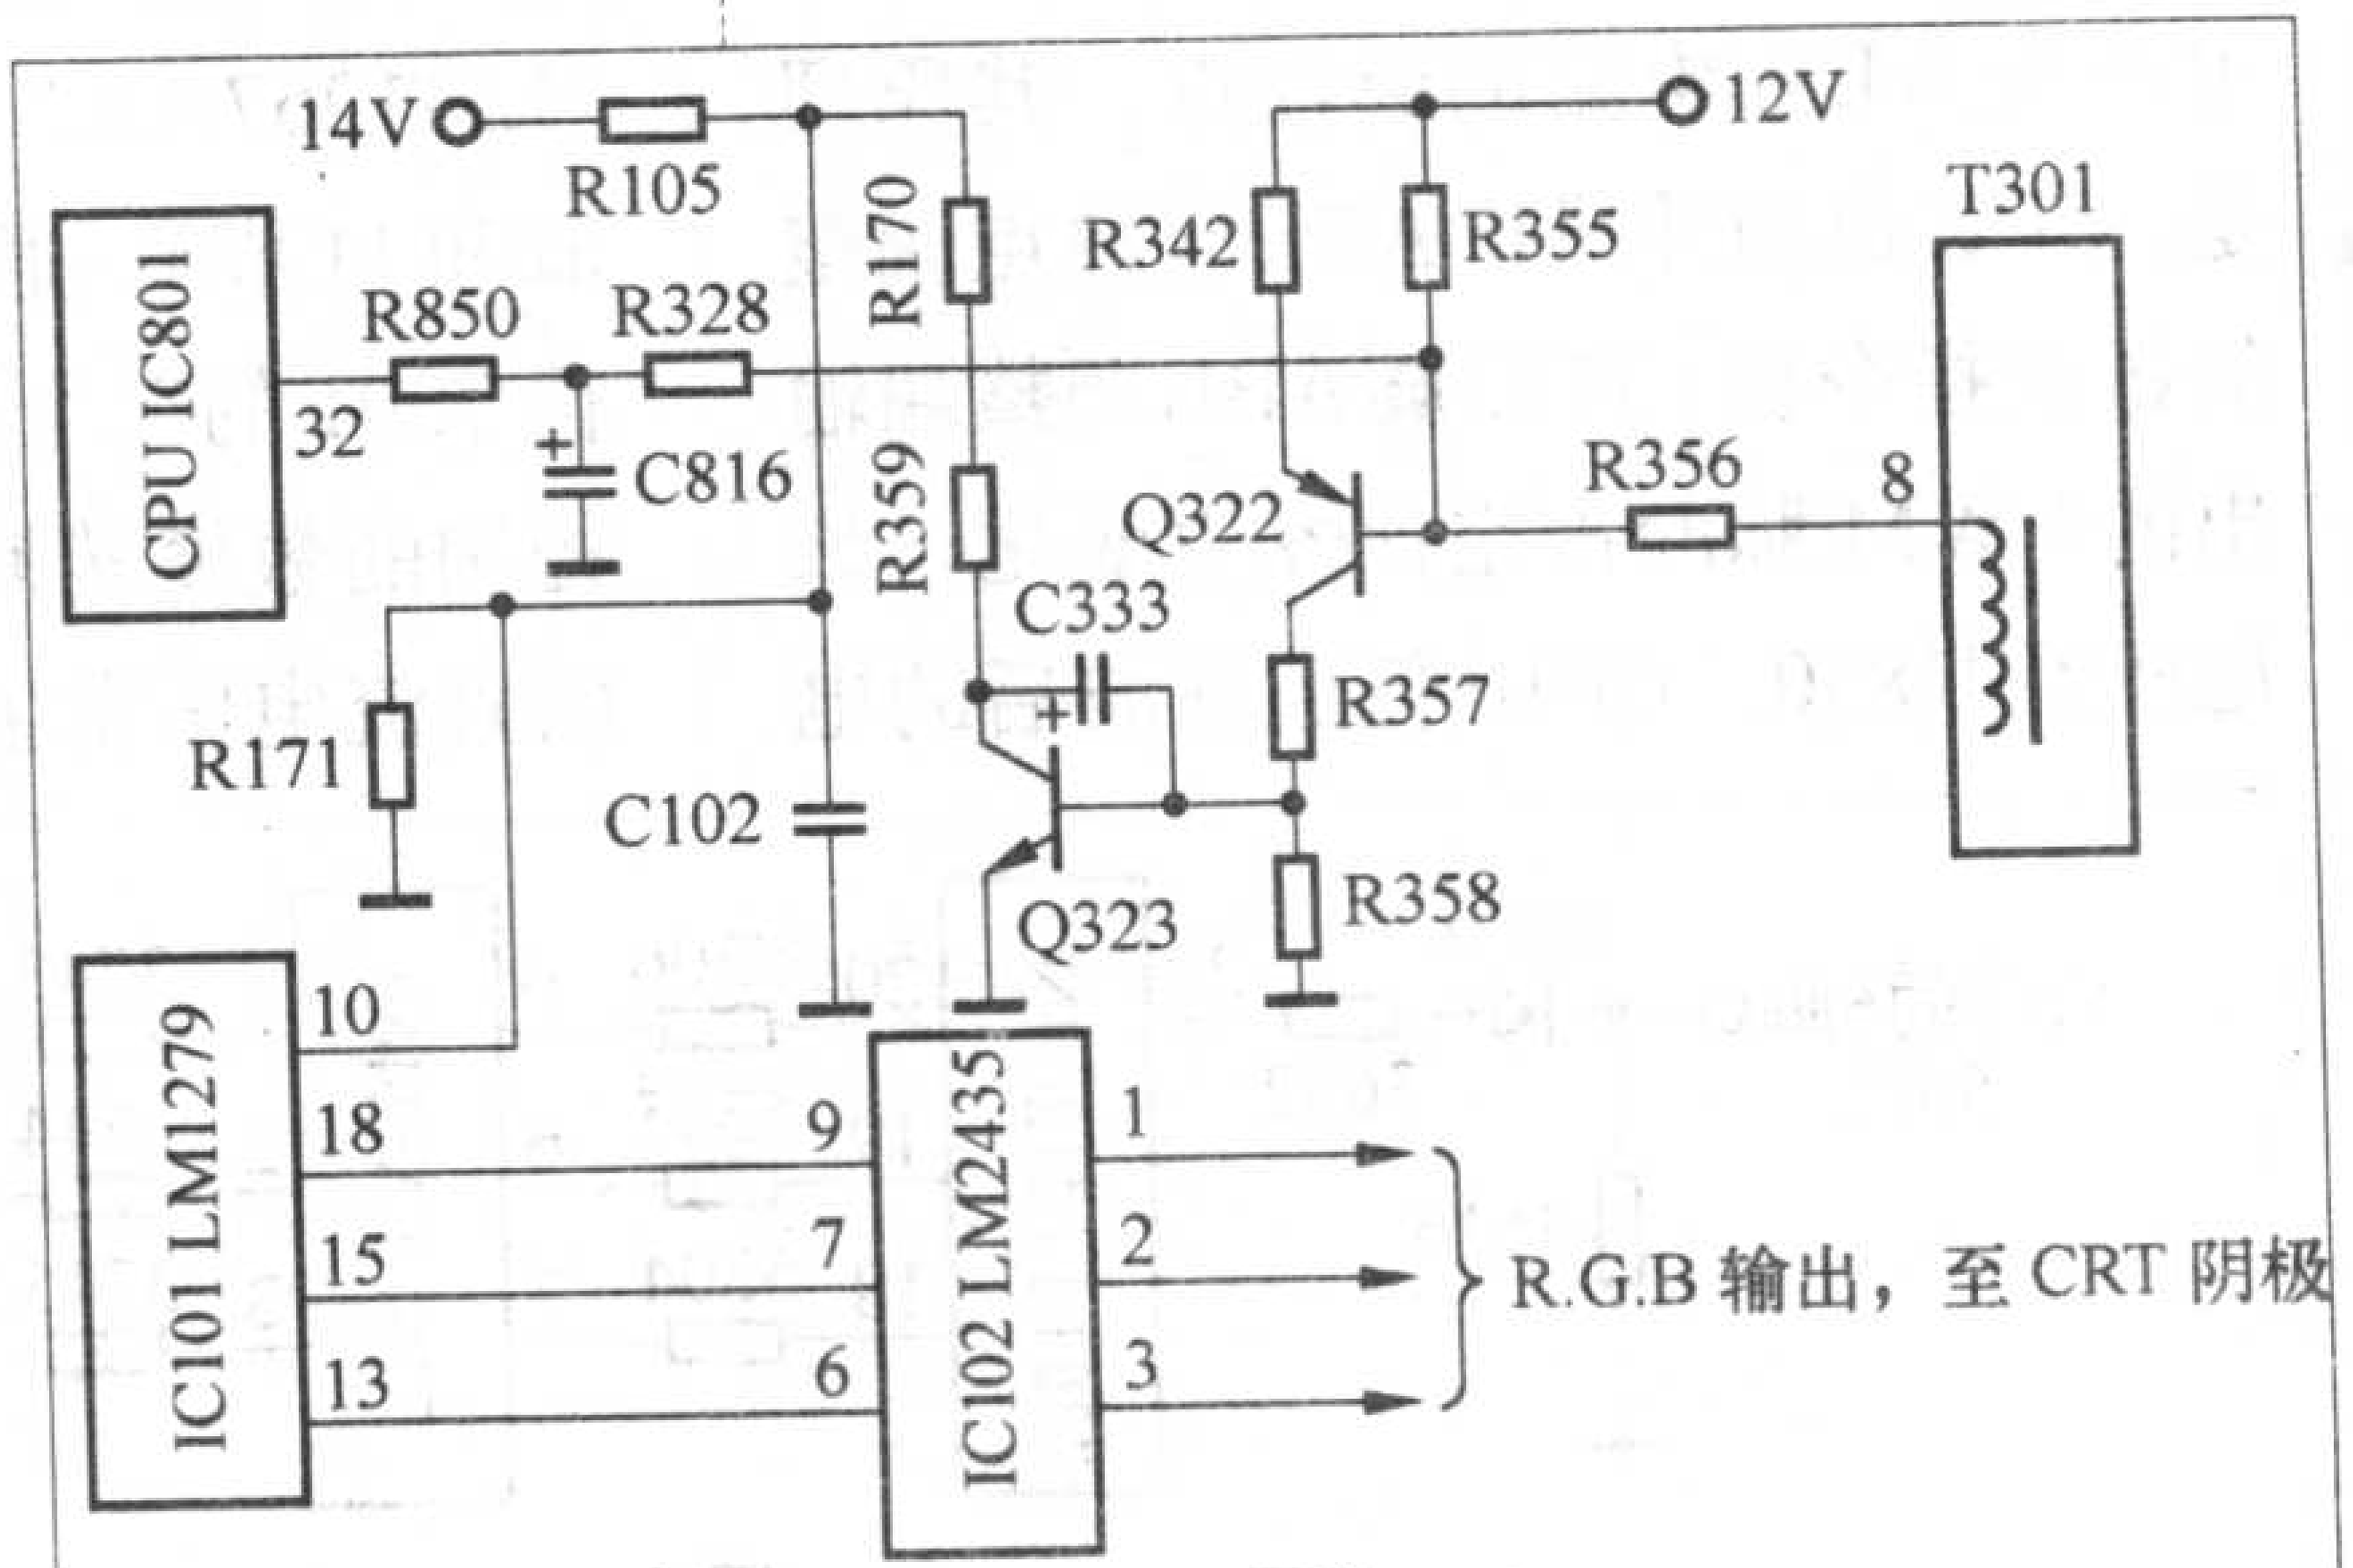

图2
(2) ABL电路：有关原理见图2。从图中可以看出，ABL的信号取样端